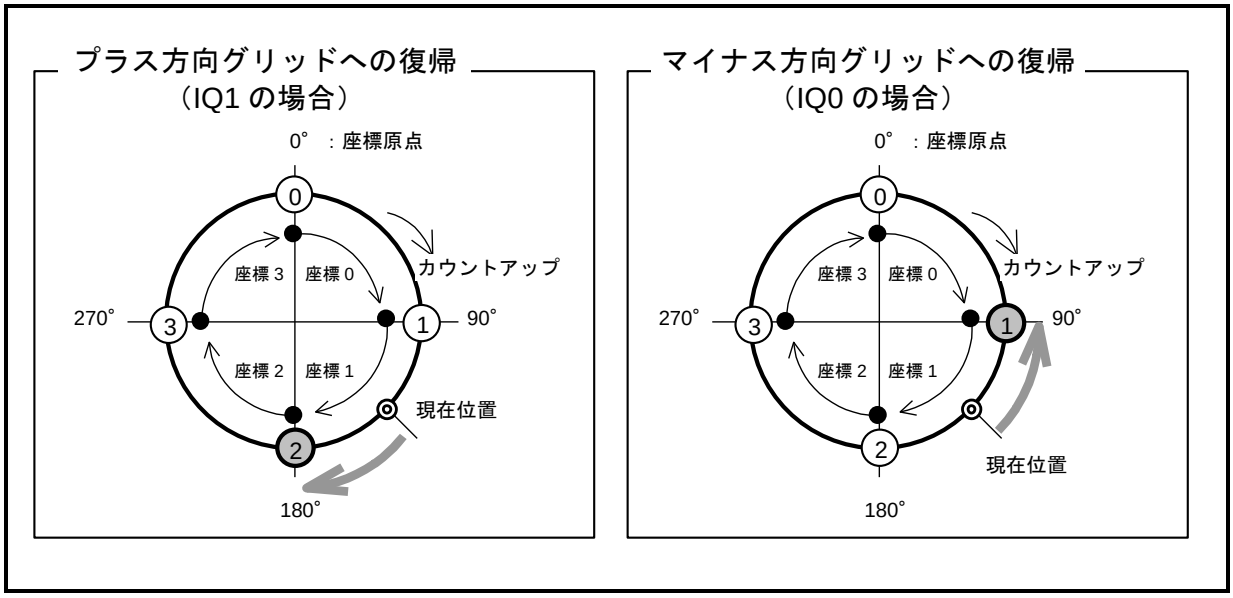

図 8-19：ユーザ単位位置決めによるグリッドへの復帰動作例
- 「図 8-19：ユーザ単位位置決めによるグリッドへの復帰動作例」の例では，現在位置は座標 1 の範囲にありますが，グリッド上にはありません.